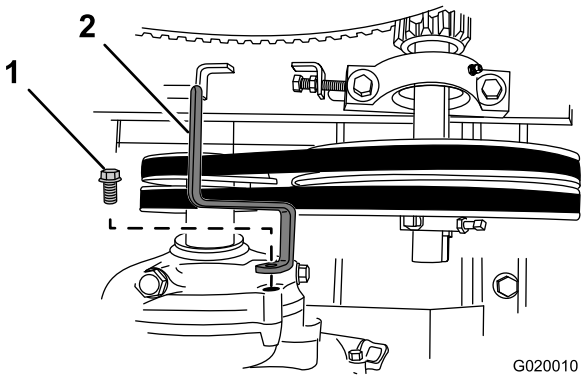

Figura 73
3. Retire el perno que sujeta la guía de las correas al motor, y retire la guía de las correas (Figura 73).
7. Sujete la guía de las correas provisionalmente al motor (Figura 73) con el perno que se retiró en el paso 3 de Retirada de las correas (página 46).